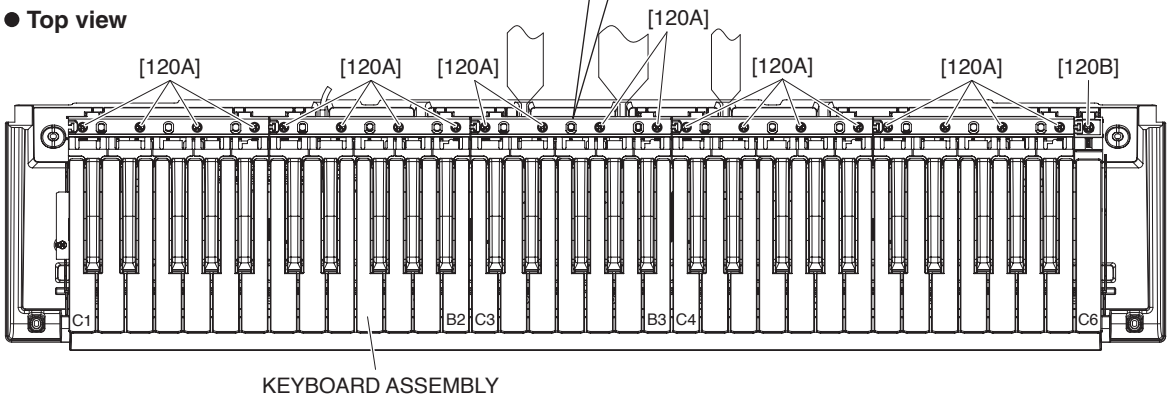

Fig. 10
14-3-1. White and black keys for one octave unit are integrated as a set. There are five sets in total. Only the C6 white key, unlike the other keys, is not integrated in a set. (Fig. 10)
14-3-2. To remove a set, remove the four (4) each screws marked [120A]. The white and black keys in the set can then be removed. (Fig. 10)
14-3-3. To remove the white key C6, remove the screw marked [120B], unhook as described in Procedure 14-3-2, and pull out toward you. (Fig. 10)
* ***When all white and black keys were removed, first attach the white and black keys C3 ~ B3 aligning them with the boss, and then attach the remaining white and black keys. (Fig. 10)***
14-4-1. Remove the white and black keys corresponding to the rubber contacts to be removed. (See Fig. 10 and Procedure 14-3.)
14-5-1. Remove the white and black keys from C1 to B3. (See Fig. 10 and Procedure 14-3.)
14-6-1. Remove the white and black keys from C4 to C6. (See Fig. 10 and Procedure 14-3.)
15-1-3. Remove the white and black keys from C1 to B2. (See Fig. 10 and Procedure 14-3.)